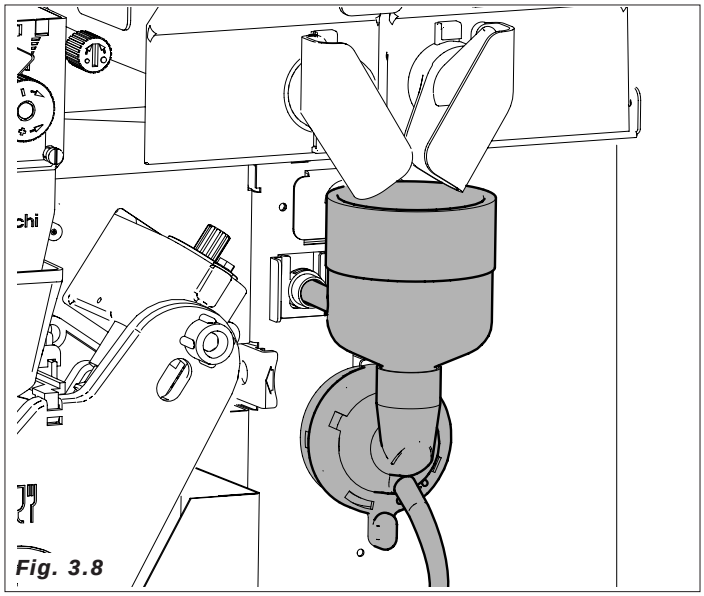

Fig. 3.8
– primero se activa el motor de la batidora *(Fig.3.8).*